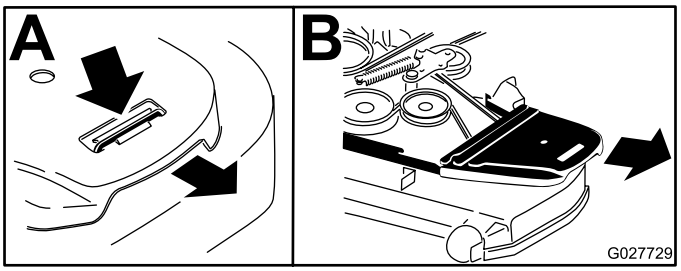

Figure 75
4. Retirez les couvercles de courroie (Figure 75).